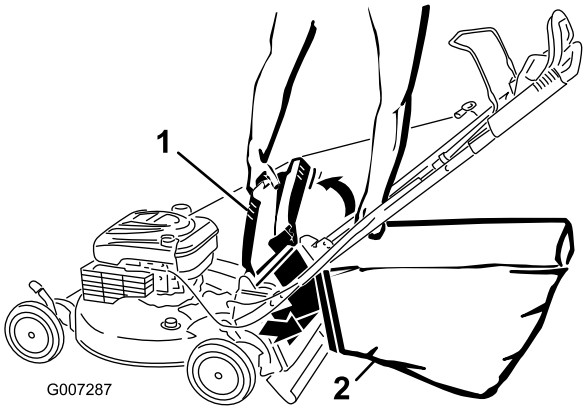

Figur 21
4. Sæt posens øverste forkant fast i rillerne (Figur 21).